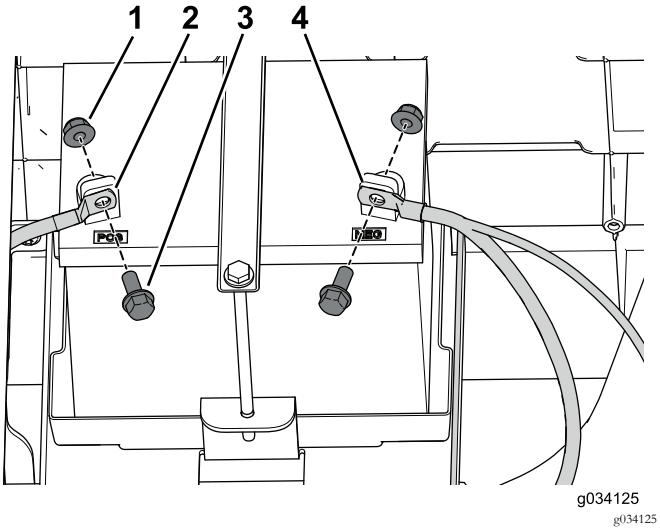

Figura 48
1. Utilizzate il bullone e il dado per fissare il cavo positivo (+) al morsetto della batteria (Figura 48).
2. Utilizzate il bullone e il dado per fissare il cavo negativo (-) al morsetto della batteria (Figura 48).